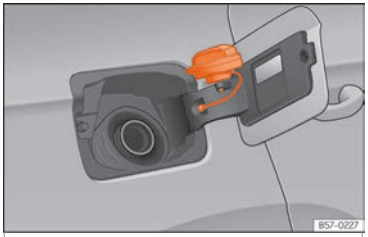

Fig. 235 Trappe à carburant avec bouchon ouvert.
- Placez le bouchon dans le logement se trouvant sur la charnière de la trappe à carburant ouverte ››› fig. 235.